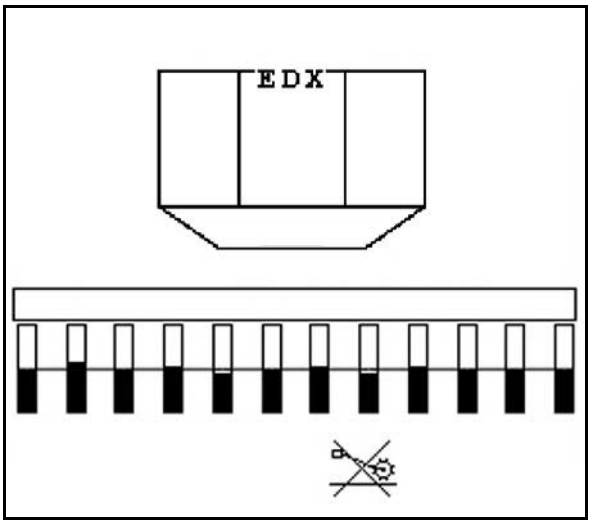

Fig. 56
1. Sperren des Spornrades vorwählen (Fig. 56).